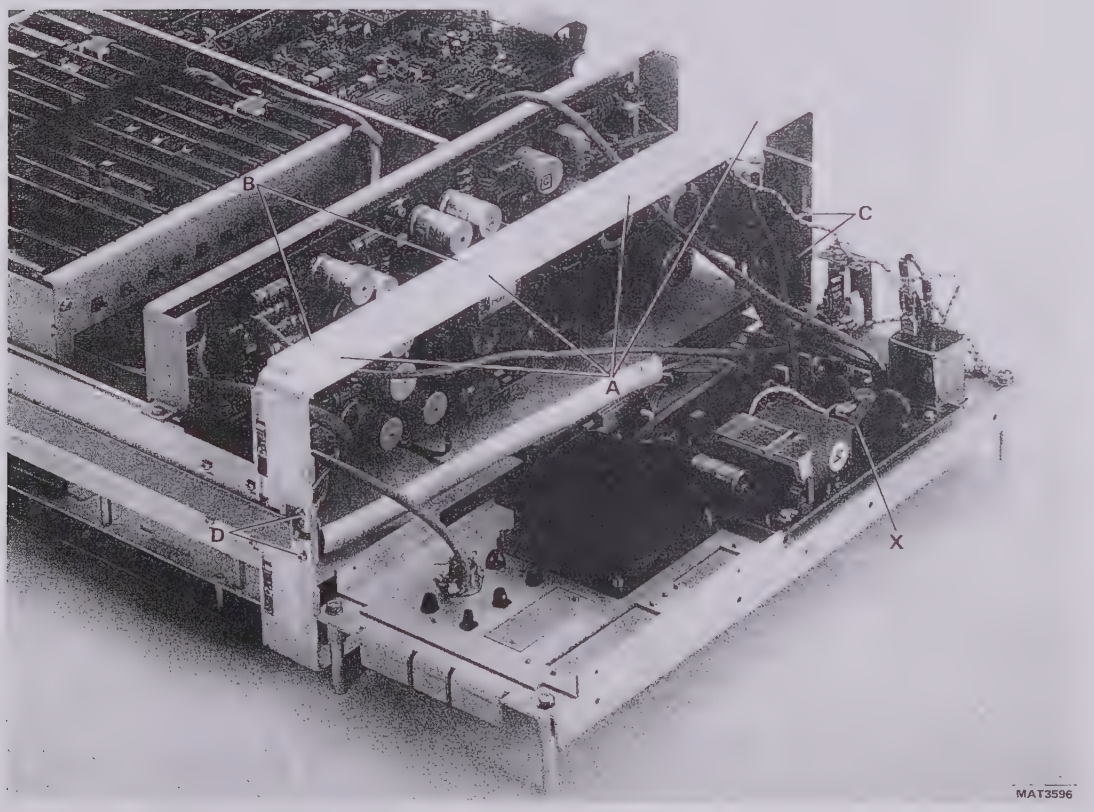

Figure 10.1 Removing the rear panel.
To avoid shocks the high voltage capacitor C4616 on POWER 2 unit A20 at the inner side of the rear panel has to be discharged. This can be done by connecting a 1 Mohm resistor from the node of capacitor C4616 and the EHT transformer D4601 to the chassis of the oscilloscope. This node is marked with an X in figure 10.1.
- Remove 4 screws marked with A in figure 10.1.